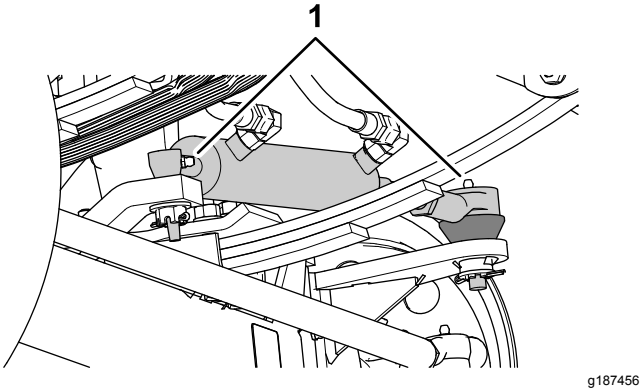
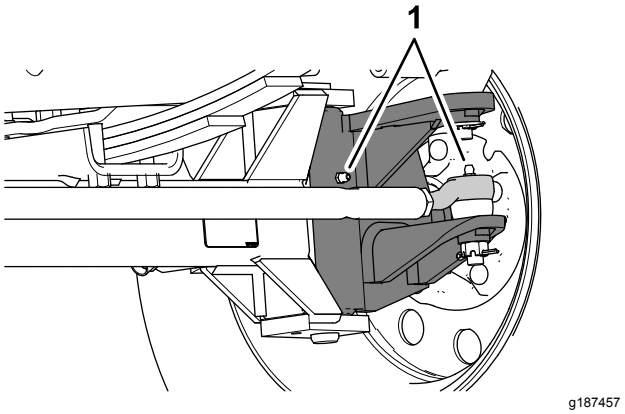

Figur 63
Figur 64
1. Torka av smörjnipplarna (Figur 63 och Figur 64).
2. Pumpa in fett i smörjnipplarna (Figur 63 och Figur 64).
Obs: Smörjnipplarnas lägen visas i Figur 63.